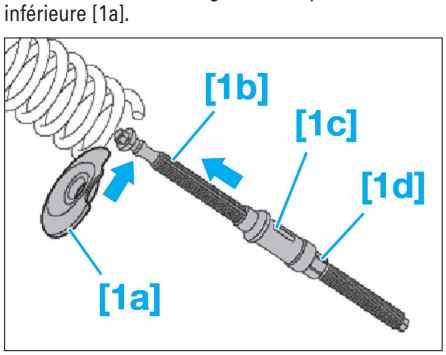

Fig. 44
• Positionner la coupelle de ressort inférieure [1a] au centre du ressort hélicoïdal et la tourner jusqu'à la spire la plus basse **(Fig.44)**.